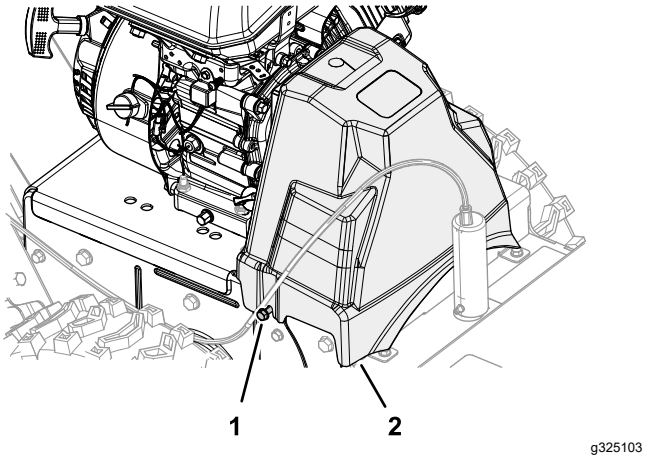

Figur 43
1. Plasser sporene i remdekselet med to flenshodeskruer (Figur 43).
2. Monter remdekselet på maskinen (Figur 43).